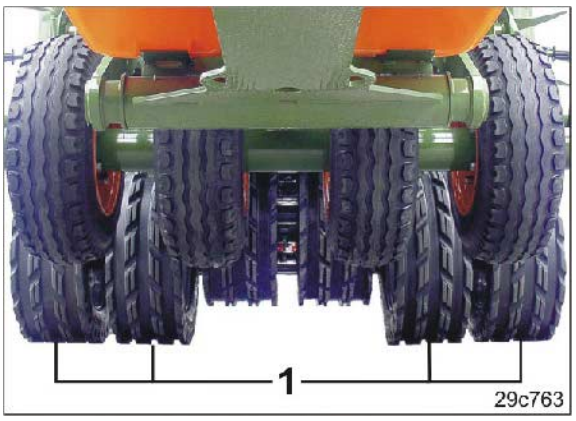

**Fig. 219**
7. Relevez totalement la machine en sortant complètement le train de roulement intégré (Fig. 219/1).